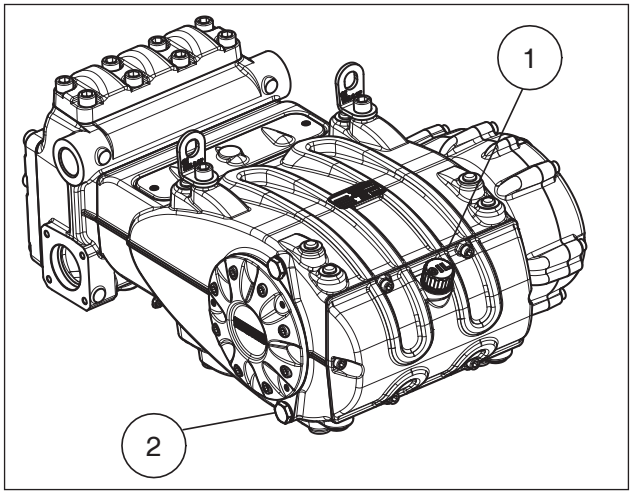

Abb. 3
Überprüfen Sie den Ölstand über den Verschluss mit Ölmessstab und min. sowie max. Markierungen ①, Abb. 3.
Für den Ölwechsel soll die Pumpe dagegen auf Betriebstemperatur sein. Entfernen Sie dazu den Verschluss Pos. ②, Abb. 3.
Führen Sie einen Temperaturfühler in den Ölablassverschluss Pos. ein. ② Abb. 3.